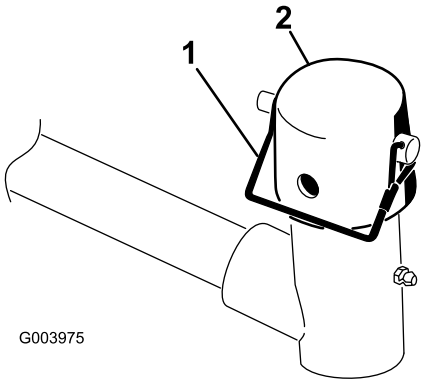

Figur 6
7. Demontera låsstiftet och locket på lyftarmens svängok (Figur 6).
11. Fäst locket och bärramens axel på lyftarmens ok med hjälp av låsstiftet. Använd skåran om du vill kunna styra klippenheten eller hålet om klippenheten ska låsas fast i ett läge (Figur 6).